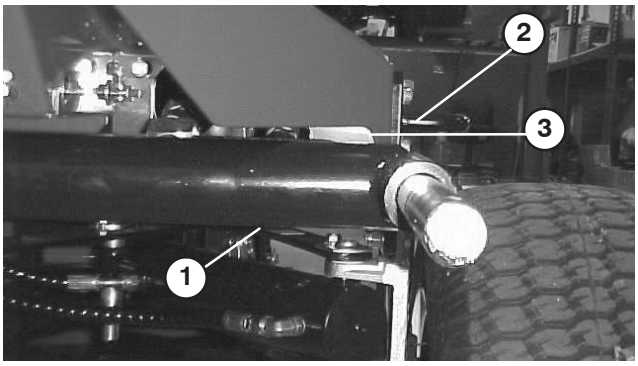
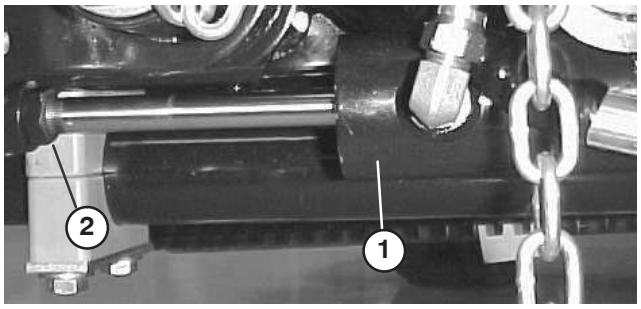
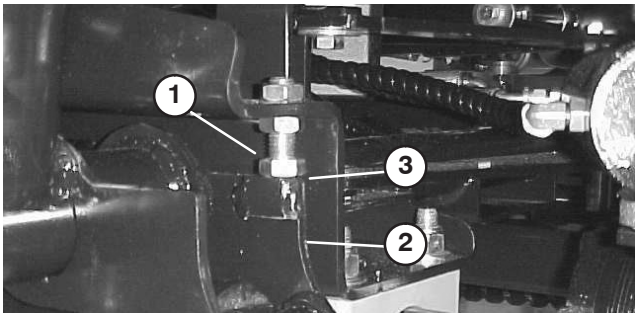

Figure 23
Figure 24
Figure 25
1. Start engine, raise lift arms and check to make sure clearance between each lift arm and floor plate bracket is .18” – .32” (Fig. 23). If clearance is not in this range, back off stop bolts (Fig. 25) and adjust cylinder to attain clearance. To adjust cylinder, back off the jam nut on the cylinder (Fig. 24), remove pin from rod end and rotate clevis. Install pin and check clearance. Repeat procedure if required. Tighten clevis jam nut.
2. Check to make sure clearance between each lift arm and stop bolt is .005” – .040” (Fig. 25). If clearance is not in this range, adjust stop bolts to attain clearance.